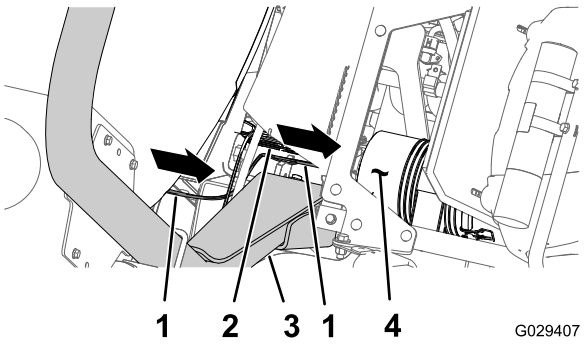
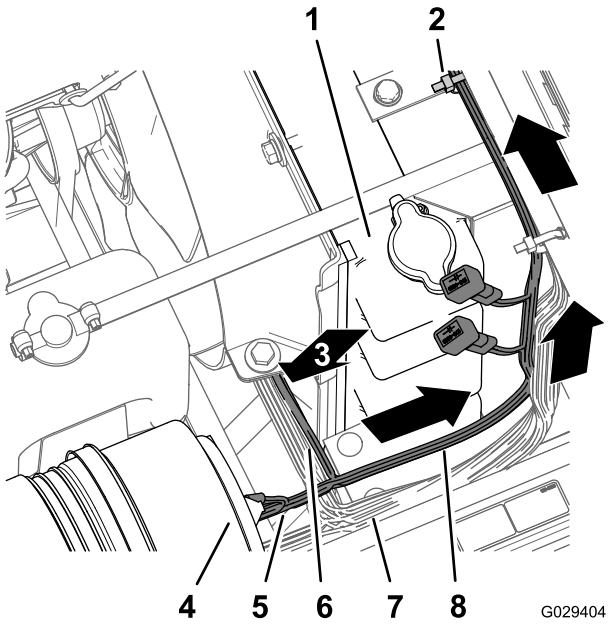

Figur 9
Figur 10
1. Dra finputsningssatsens kablage framåt mellan vältskyddsbågen och spruttankens lägre hörn, längs maskinens kablage och under motorns luftrenare (Figur 9 och Figur 10).
2. Dra kablagets 197 cm långa motorrumsdel (med ringkopplingen, uttagskopplingen och kontakten med fem uttag) upp längs kylarens högra sida, över kylarens ovansida och under mittkonsolens bas (Figur 10).